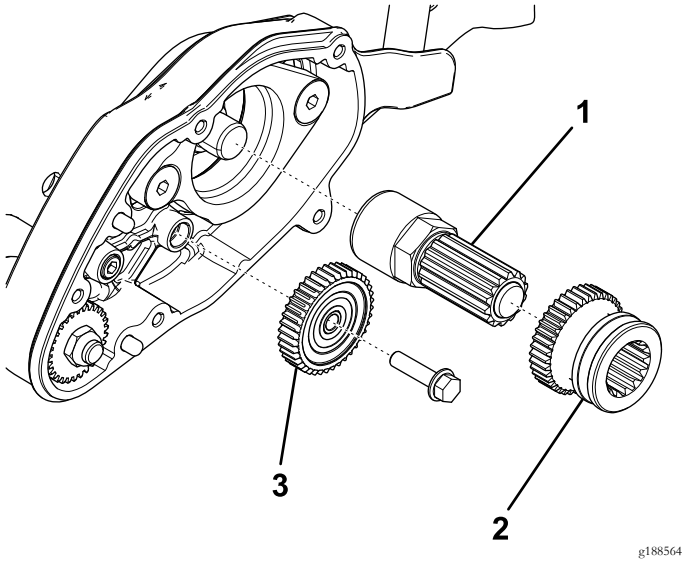

Figur 7
9. Skru akselsamlingen på forlængeren på knivcylinderakslen (Figur 7).
10. Smør syntetisk fedt på akselsamlingen, og skub drivtandhjulet på den (Figur 7).
11. Monter mellemhjulet med 40 tænder (Figur 7).